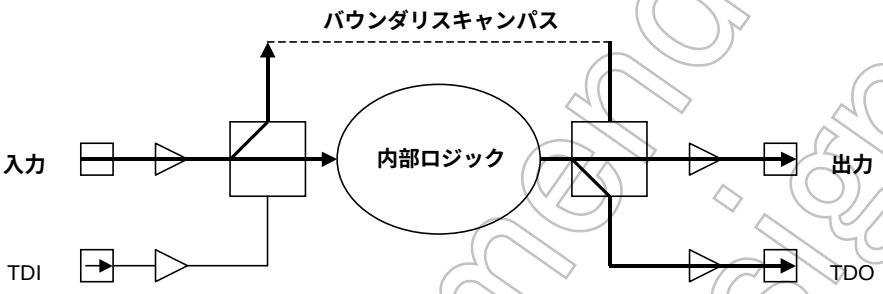

図 21.49 SAMPLE が選択されているときのテストデータの流れ
- SAMPLE は IC の I/O パッドを観測するのに使います。SAMPLE が I/O パッドを観測しているあいだ、内部ロジックは IC の I/O 端子から切り離されません。SAMPLE は Capture-DR 状態で実行します。通常動作中、TCK の立ち上がりエッジにおいて IC の I/O 端子の値を読み取ることが SAMPLE の主な用途です。図 21.49 に SAMPLE/PRELOAD 命令の SAMPLE を実行しているあいだのデータの流れを示します。